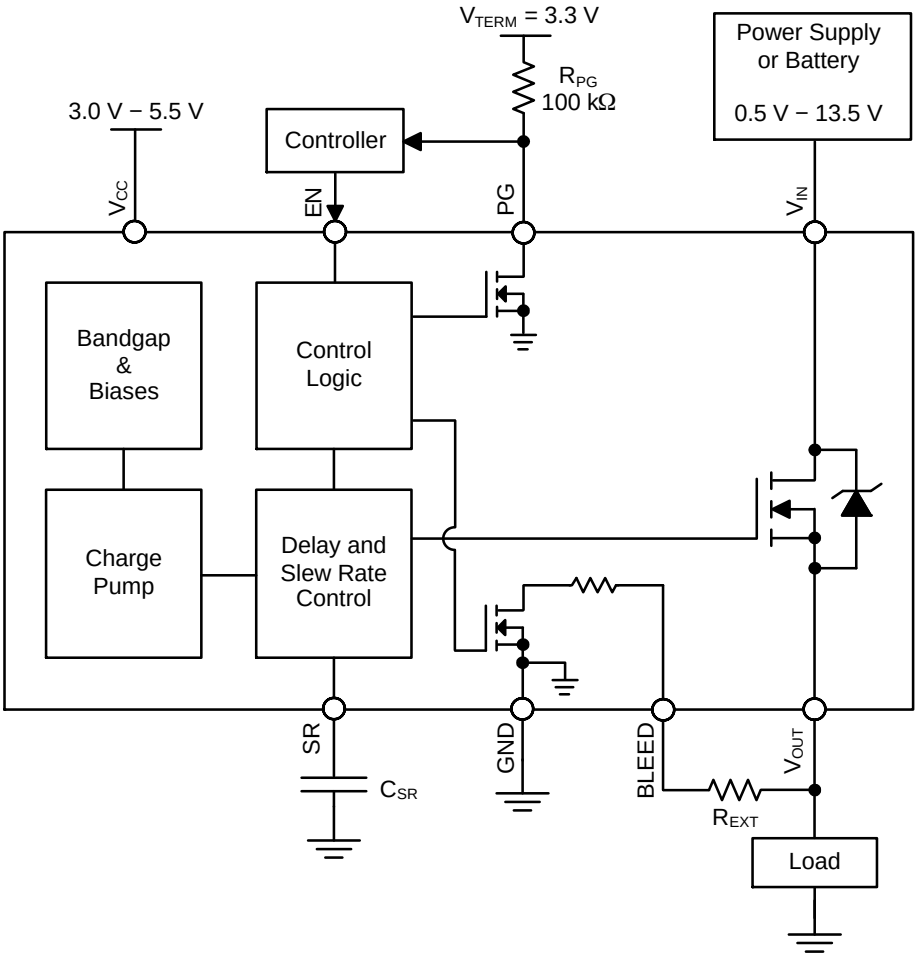
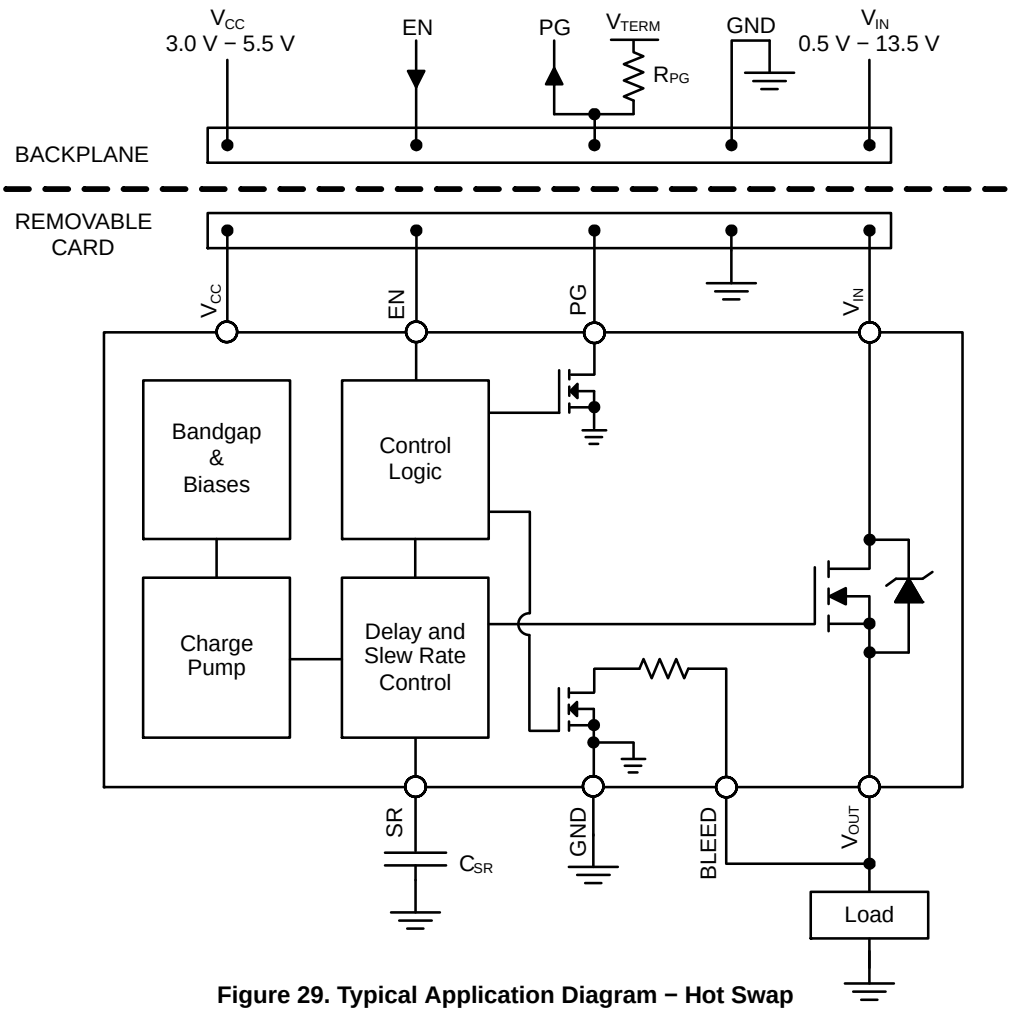

**Figure 28. Typical Application Diagram − Load Switch**
**Figure 29. Typical Application Diagram − Hot Swap**
It is required that the BLEED pin be connected to $V_{OUT}$ either directly (as shown in Figure 29) or through an external resistor, $R_{EXT}$ (as shown in Figure 28). $R_{EXT}$ should not exceed 100 MΩ and can be used to increase the total bleed resistance and decrease the load bleed rate.
The NCP45541 devices have a power good output (PG) that can be used to indicate when the gate of the MOSFET is fully charged. The PG pin is an active−high, open−drain output that requires an external pull up resistor, $R_{PG}$, greater than or equal to 1 kΩ to an external voltage source, $V_{TERM}$, compatible with input levels of other devices connected to this pin (as shown in Figures 28 and 29).
The slew rate can be decreased with an external capacitor added between the SR pin and ground (as shown in Figures 28 and 29). With an external capacitor present, the slew rate can be determined by the following equation: